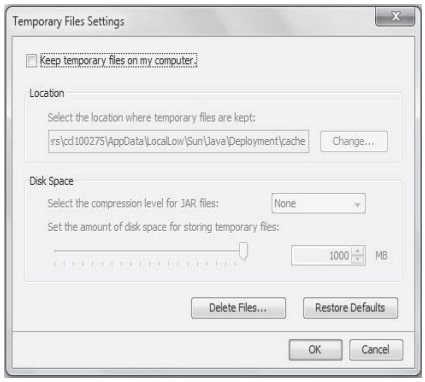

Fig. 68 — Temporary File Settings
- Temporary internet files: In the Java Control Panel, click Settings in the Temporary Internet Files section. Be sure the setting Keep temporary files on my computer is unchecked (clear). See Fig. 68.